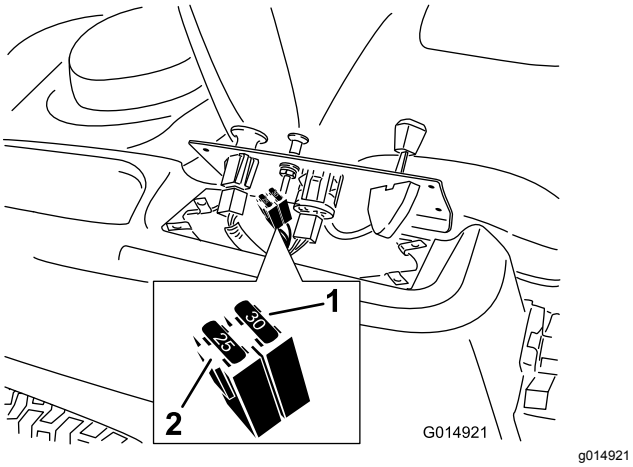

**Figur 48**
2. Løft kontrolpanelet op for at få adgang til hovedledningsnettet og sikringsblokken (Figur 48).
3. En sikring udskiftes ved at trække den ud af sikringsdåsen (Figur 48).